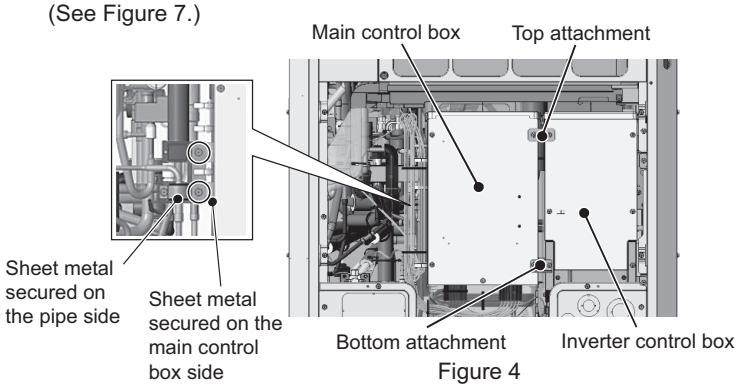

Figure 4
(4) Remove the top attachment connecting the main control box and the inverter control box by unscrewing the two screws. (See Figure 4.)
(5) Remove the bottom attachment connecting the main control box and the inverter control box by unscrewing the two screws. (See Figure 4.)
(6) Remove the two screws from the sheet metal secured on the pipe on the left of the main control box. (See Figure 4.)